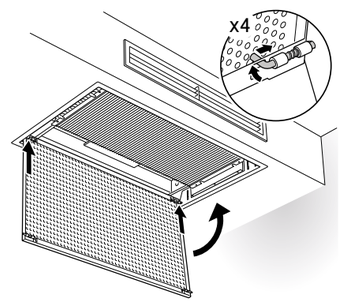

FIGURE 9
3) Once the nozzles are adjusted to your liking, reconnect the water connection, close the swing down door and fasten the screws. (See **FIGURE 9**).